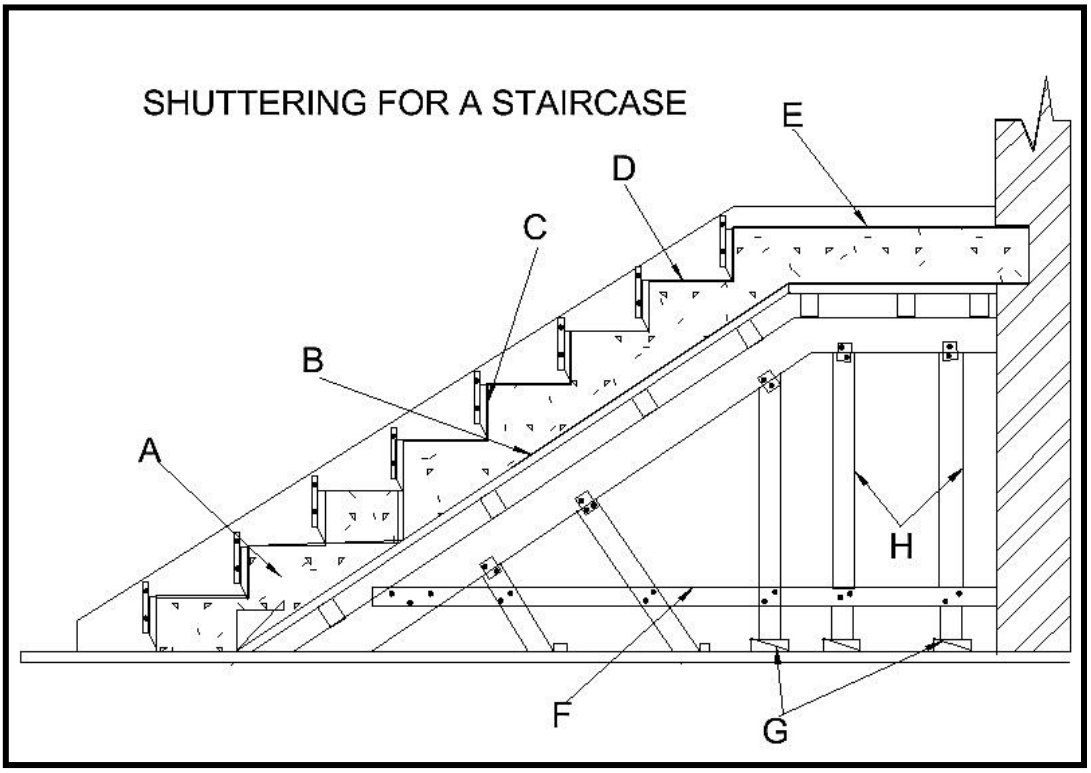

Figure 2.5
2.5 FIGURE 2.5 below shows the cross section of the formwork used for stairs. Study the diagram below and answer the questions that follow: